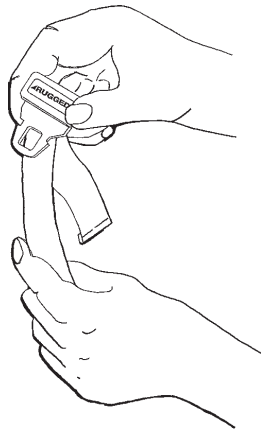

Figur 47
- **För att stänga bältet** trycks öglan in i låset tills ett klick hörs. När bröstbältet sätts fast ska det säkerställas att spärrplattan träs igenom båda öglorna (C) på axelremmen (Figur 47).